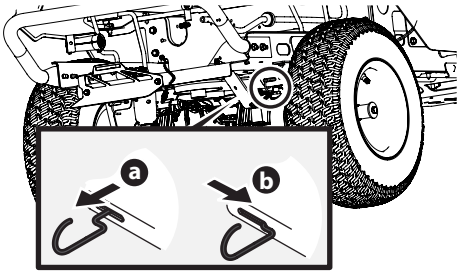
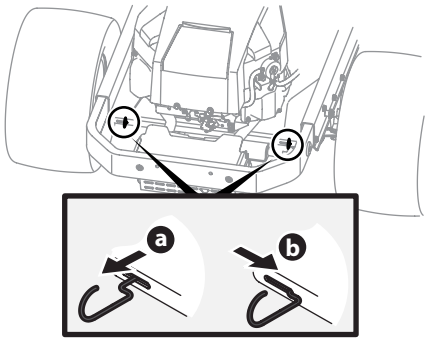

Figura 2-1
Figura 2-2
1. Enganche las varillas de derivación de la transmisión, una a cada lado del tractor, para mover el tractor manualmente sin ponerlo en marcha. Las varillas de derivación de la transmisión están ubicadas en la parte trasera del tractor, justo en el interior de las ruedas traseras. Enganche las varillas de derivación tirando de cada una hacia afuera (a) y hacia la derecha (b) para trabarlas en su lugar. Consulte la Figura 2-1 para obtener información sobre los tractores con plataforma de 34 in; consulte la Figura 2-2 para obtener información sobre los demás tractores.
2. Después de mover el tractor, desenganche las varillas de derivación invirtiendo los pasos. Consulte la Figura 2-1 para obtener información sobre los tractores con plataforma de 34 in; consulte la Figura 2-2 para obtener información sobre todos los demás tractores.